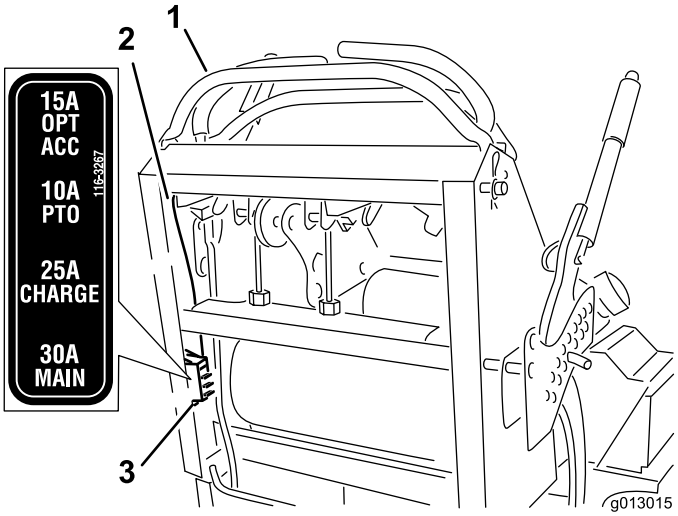

**Figur 55**
2. Træk sikringen ud for at fjerne og udskifte den (Figur 55).